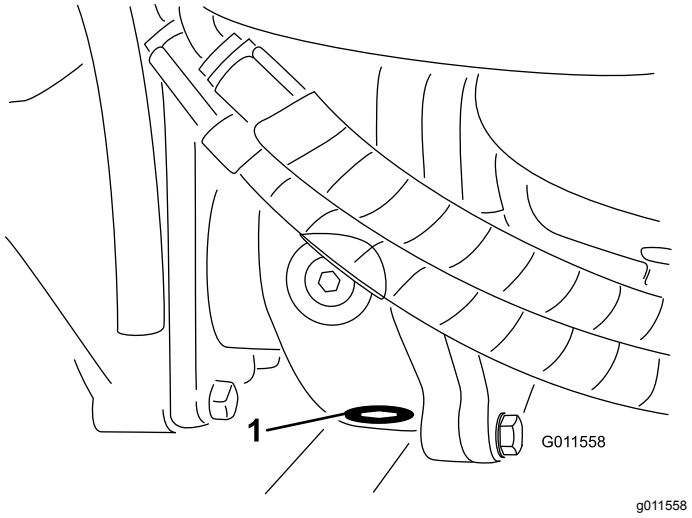

Figuur 92
5. Reinig de omgeving van de aftapplug op de bodem van de tandwielkast (Figuur 92).